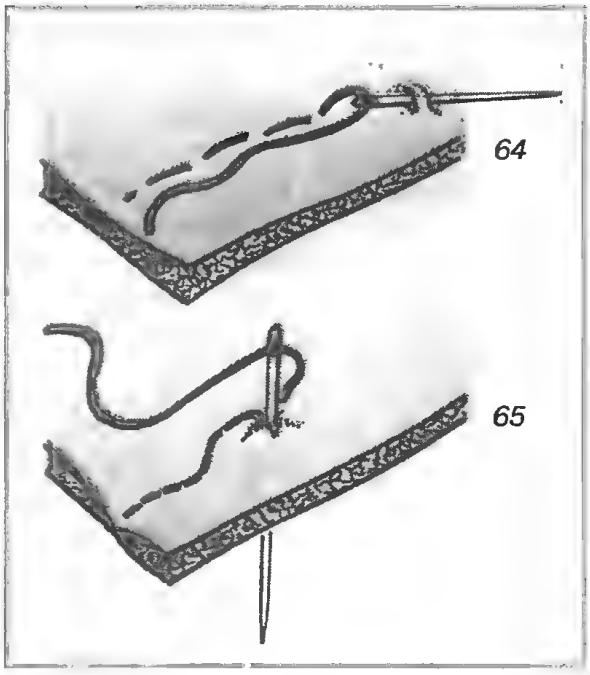

Рис. 64, 65
3. Верхнюю ткань, ватин и подкладку, сложенные вместе, перед работой необходимо сметать длинными стежками, чтобы слои не смещались. Делайте это, слегка цепляя иглой за поверхность ватина с лицевой стороны. Такой же шов надо проложить и со стороны подкладки (рис. 64). В иголку вдевайте нитку длиной не больше 20–25 см.